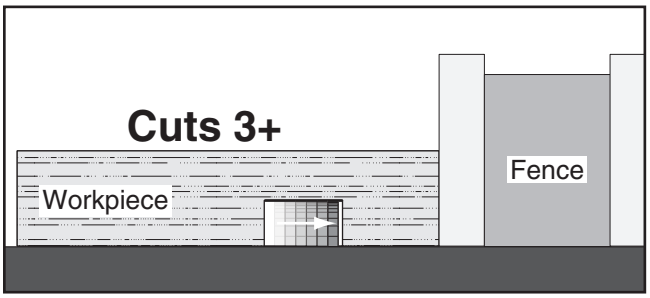

Figure 125. Additional single-blade dado cuts.
8. Make additional cuts (see **Figure 125**) in center of dado to clear out necessary material. Dado is complete when channel is completely cleared out.